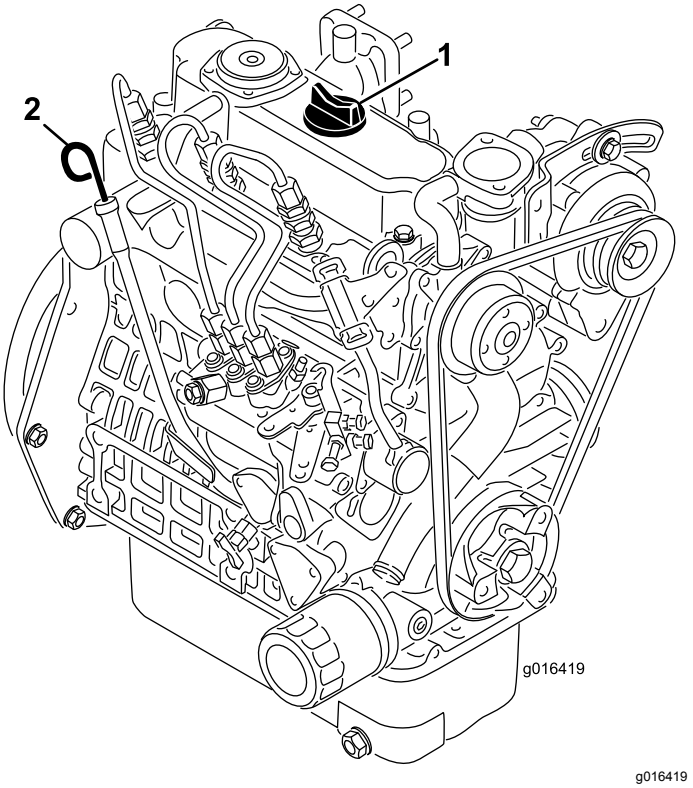

Figur 22
2. Ta ut oljestickan och torka av den med en ren trasa (Figur 22). Sätt ner oljestickan i röret och se till att den sitter fast ordentligt. Avlägsna oljestickan från röret och kontrollera oljenivån. Om oljenivån är låg, tar du av påfyllningslocket från ventilhuset och häller **sakta** på tillräckligt med olja tills nivån når upp till markeringen ”Full”